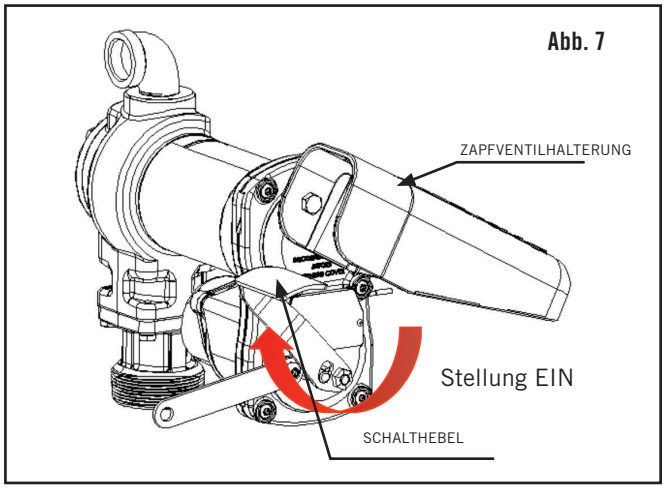

Abb. 7
3. Den Schalthebel auf EIN stellen, um die Pumpe einzuschalten (Abb. 7).